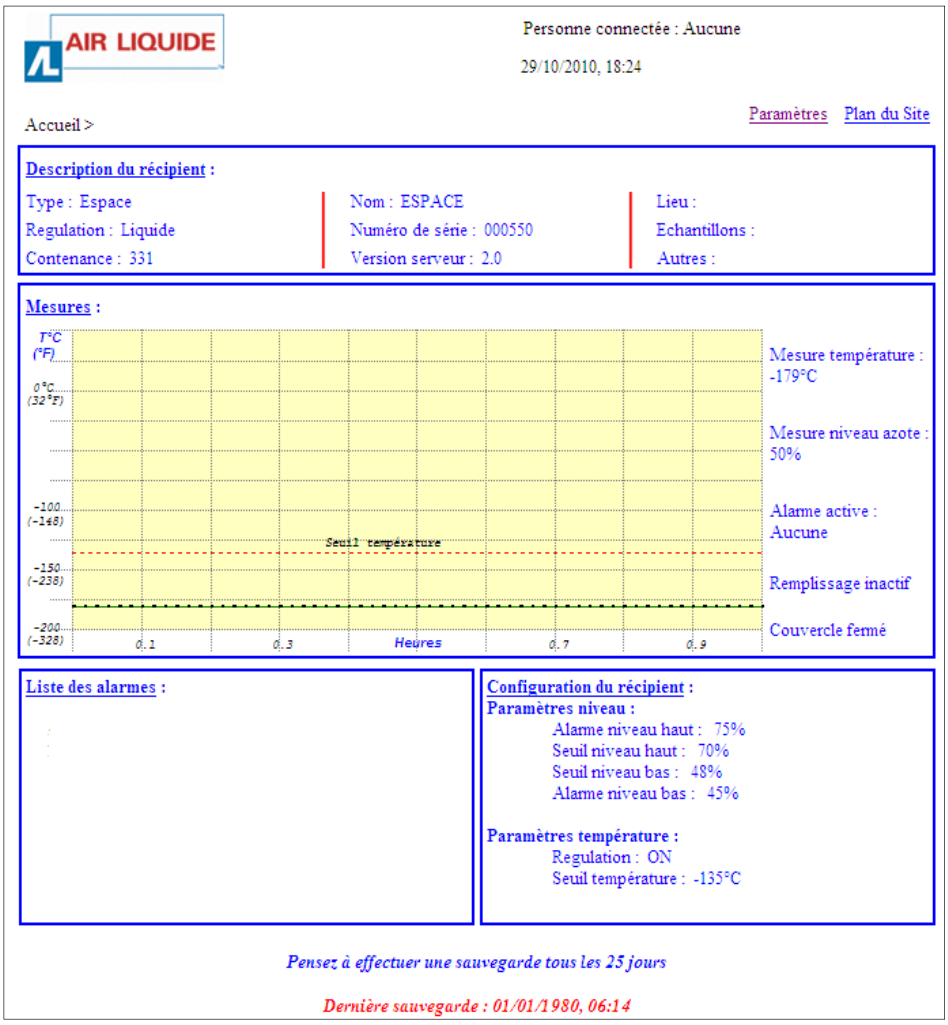

Figura 11-2: ejemplo de página Inicio.
3. Se muestra la página de *Inicio* (véase Figura 11-2).